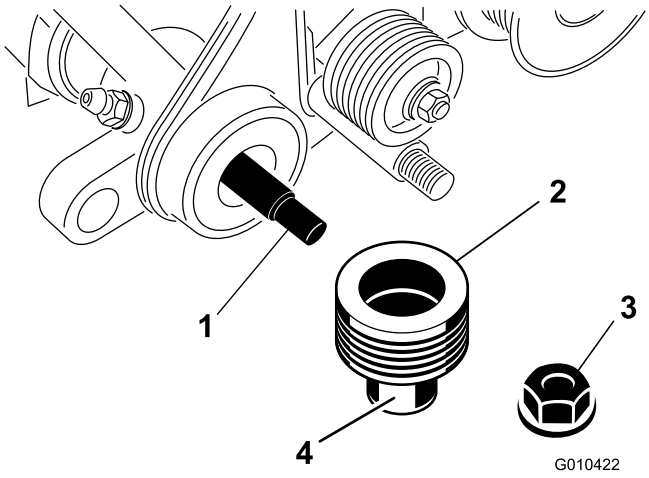

Figuur 8
3. Breng vet aan op het buitenste oppervlak van de aangedreven poelie zoals wordt getoond in Figuur 8.
4. Schuif de poelie op de groomeras (Figuur 8).
5. Bevestig de poelie aan de as met een borgmoer (3/8 inch) zoals getoond in Figuur 8.